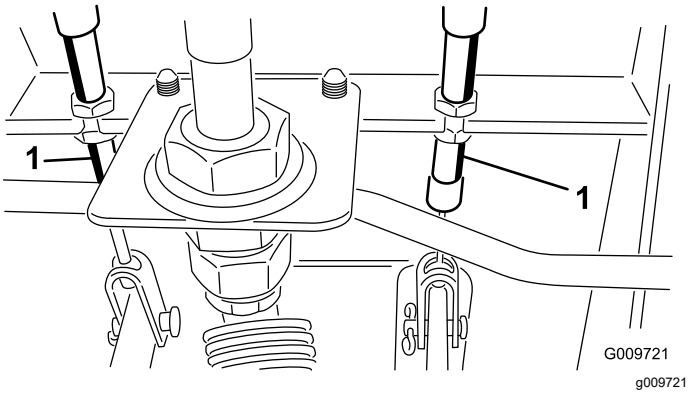

Figur 72
A. Løsne den fremre mutteren på gjengeenden på bremsekabelen (Figur 72).